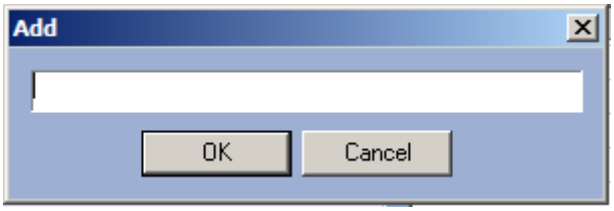

Figure 8.4-82 The "Add" dialog box
5.2. In the appeared dialog box, type-in a required word and click "OK". The word is added to the "Color of words" table (Figure 8.4-82).